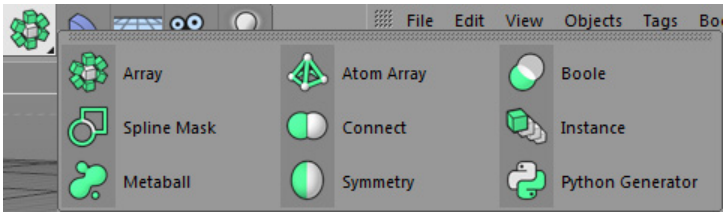

Figure 2-16 *Choosing* ***Boole*** *from the flyout*
8. Press and hold the left mouse button on the **Array** tool in the Command Palette; a flyout is displayed. Next, choose **Boole** from the flyout, as shown in Figure 2-16; *Boole* is added to the Object Manager. Now, select *Extrude.1* and drag the cursor to *Boole*; *Extrude.1* is connected to *Boole*.